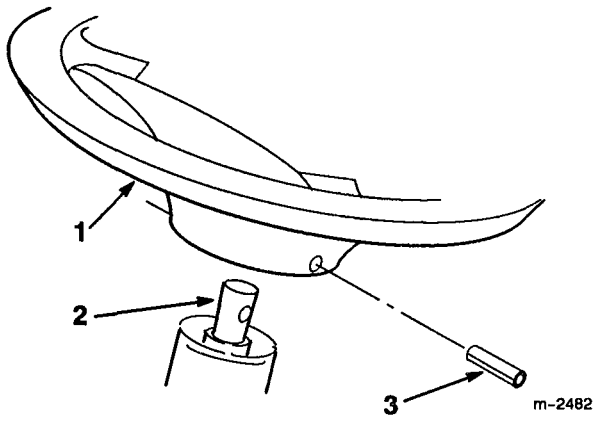

Figure 4
2. Install the steering wheel onto the shaft and align the center spoke (with the TORO logo) with the seat (Fig. 4).
3. Secure the steering wheel to the shaft with the roll pin (Fig. 4).